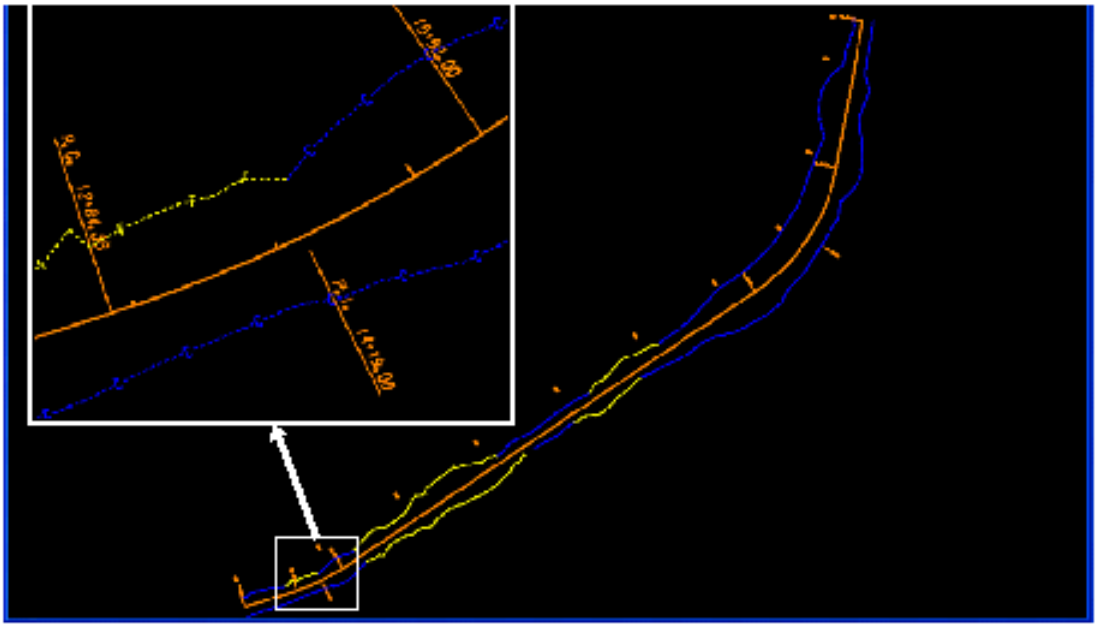

Figure L10-8 MicroStation View Window
18.	**View the Features that represent the Construction Limits.** • In the **View Features** dialog, click **Apply** and click **Close** to exit the **View Features** dialog. • Verify the Features representing the Construction Limits have been drawn in MicroStation as shown in *Figure L10-8*.